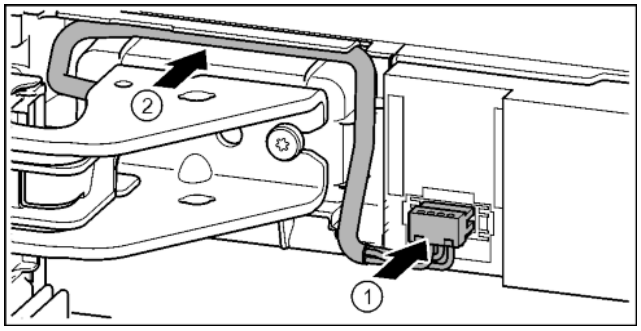

Fig. 42
▶ Insérer le connecteur sur le support de palier et poser délicatement les torons de câble dans le conduit. *Fig. 42 (1)*
▶ Poser délicatement le câble gris dans le guide au-dessus du support de palier supérieur. *Fig. 42 (2)*